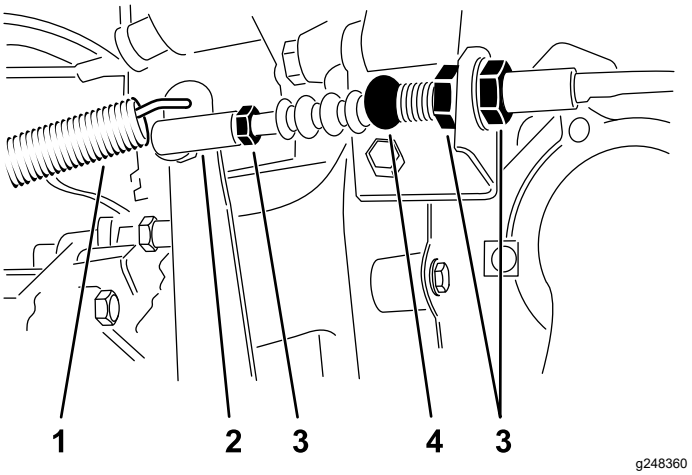

Figur 64
1. Løsn de kontramøtrikker, der fastgør koblingskablet til konsollen på klokkehuset (Figur 64).